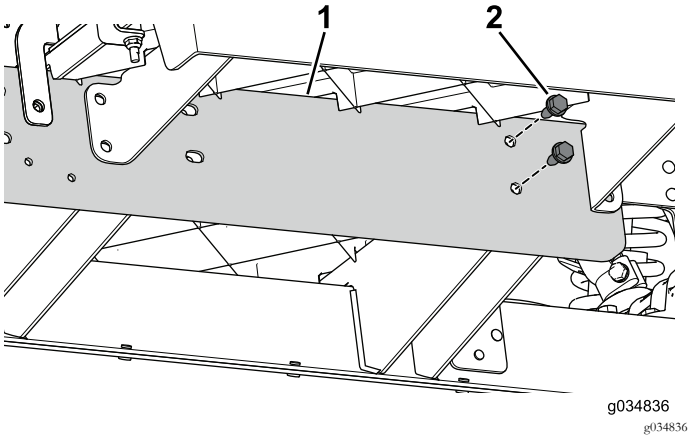

Figur 23
3. Bruk de to boltene (5/16 x 3/4 tomme) til å montere forlengelsesskinnen løst til midtkanalen for den fremre delen av maskinen (Figur 23).